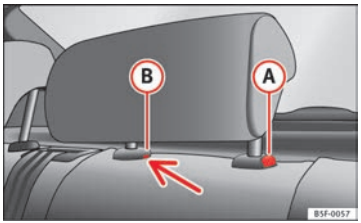

Fig. 76 Encosto de cabeça traseiro central: ponto de desbloqueio
– Para ajustar o encosto de cabeça para baixo, pressione o botão Ⓐ ⇒ Fig. 76 e empurre-o para baixo.
– Pressione o botão Ⓐ ⇒ Fig. 76 e, ao mesmo tempo, retire o encosto de cabeça ⇒ ⚠.